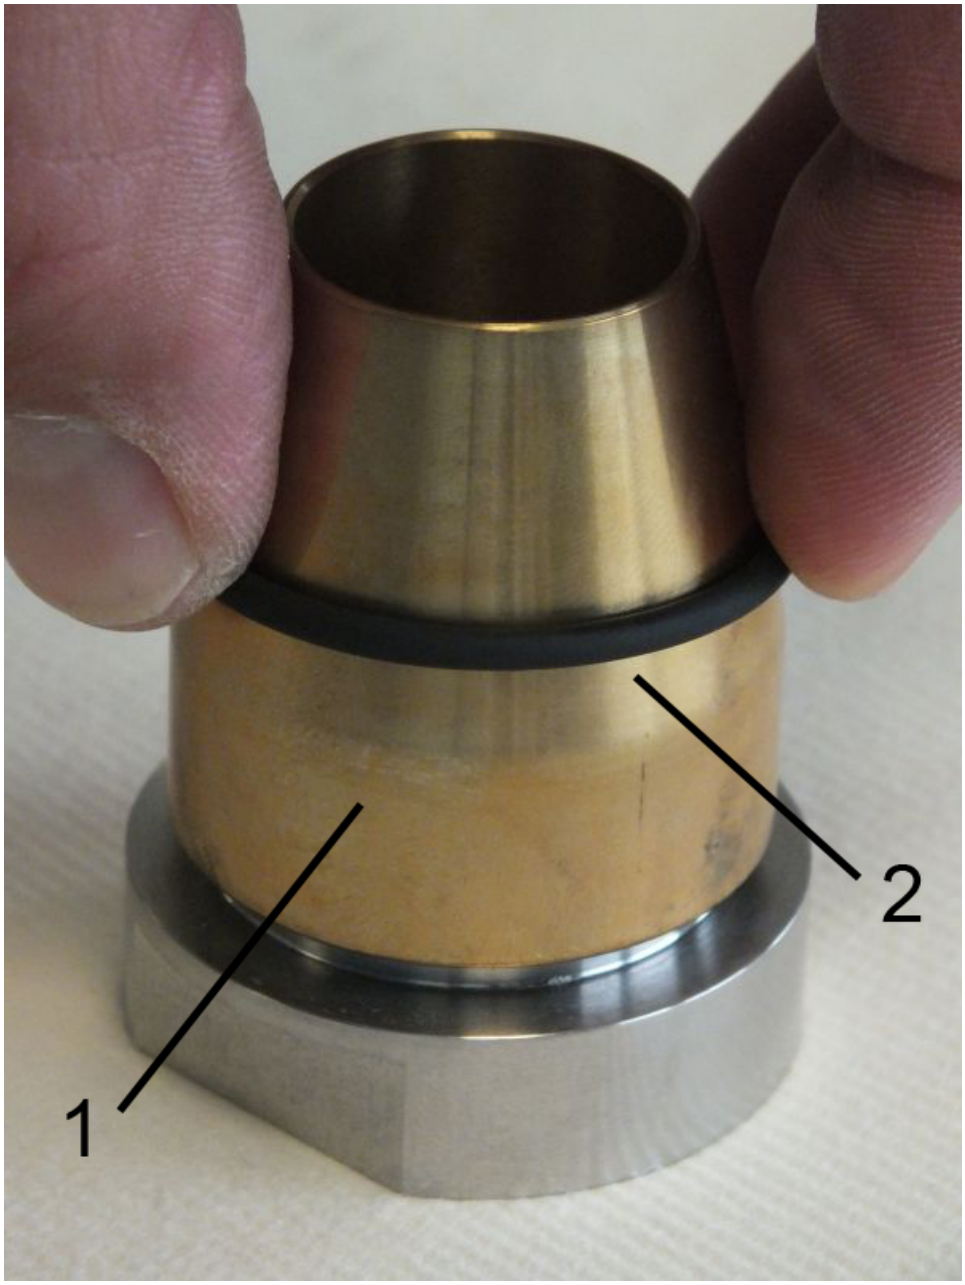
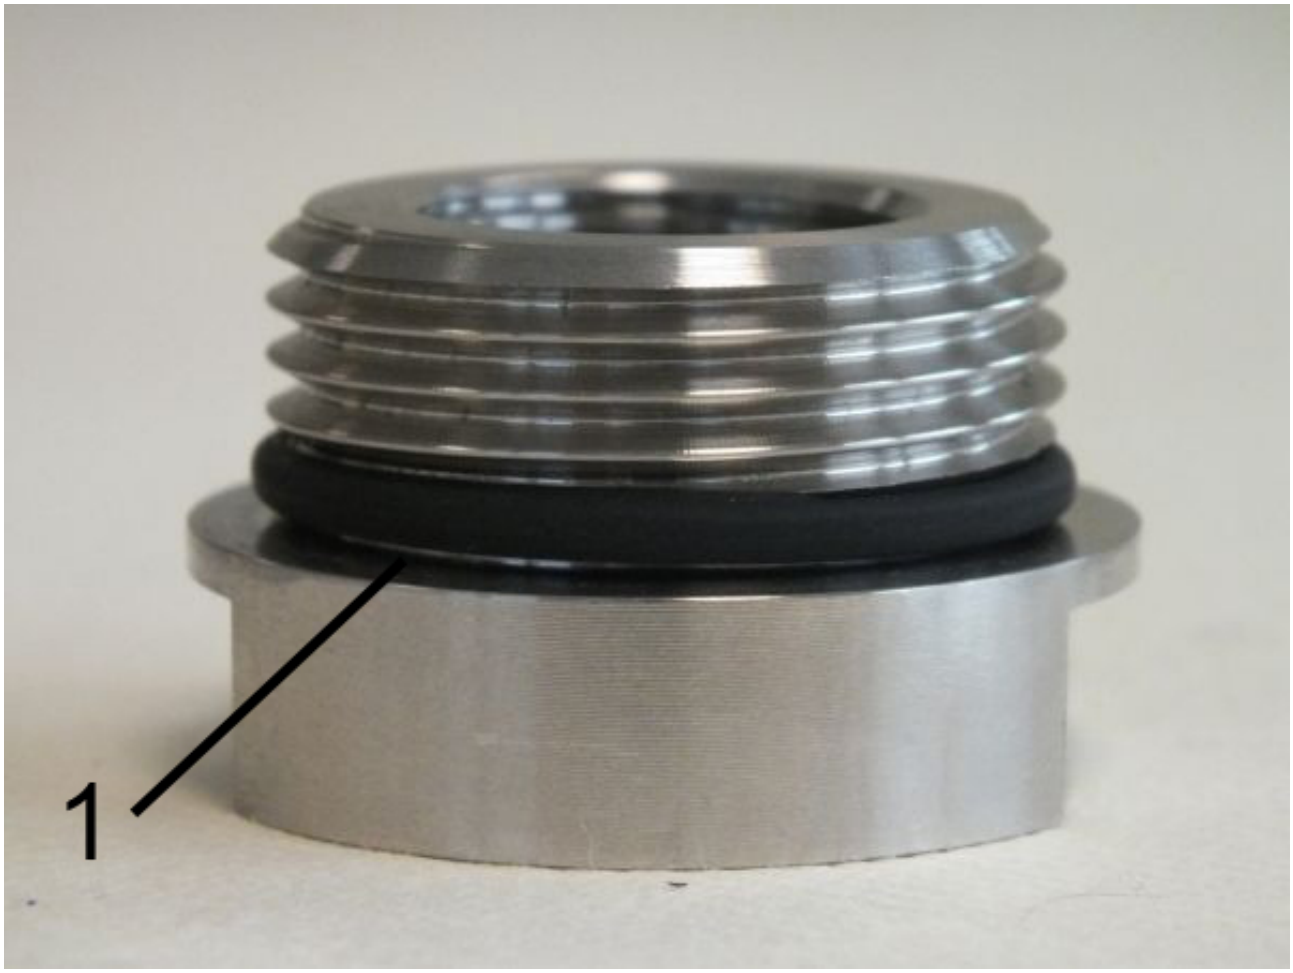

Abb. 47: O-Ring (Dichtung)
Abb. 48: Position des O-Rings
1. O-Ringe (*Abb. 47*/2) mit Hilfe des O-Ring Montagewerkzeuges (*Abb. 47*/1) auf beide Verschraubungen (Eingang/Ausgang) aufziehen, so dass diese im O-Ringsitz der Verschraubungen sitzen (*Abb. 48*/1). Dabei darauf achten, dass die O-Ringe nicht überdehnt werden
2. Position des O-Rings auf der Verschraubung (*Abb. 48*/1)